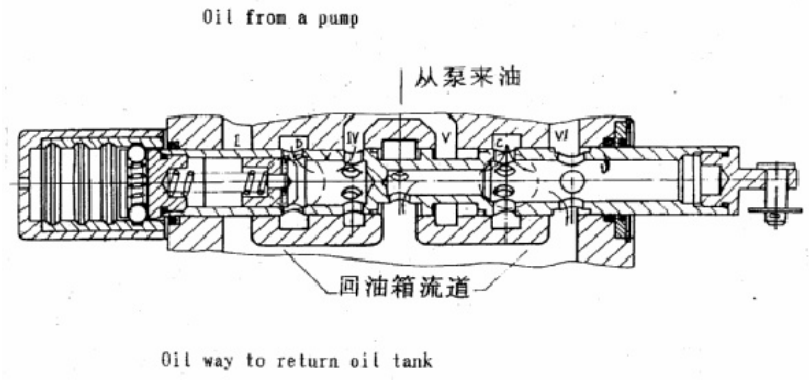

Fig. 3.7-5 Lifting position of slide valve for moving arm
(4) Lifting the moving arm. See fig. 3.7-5.